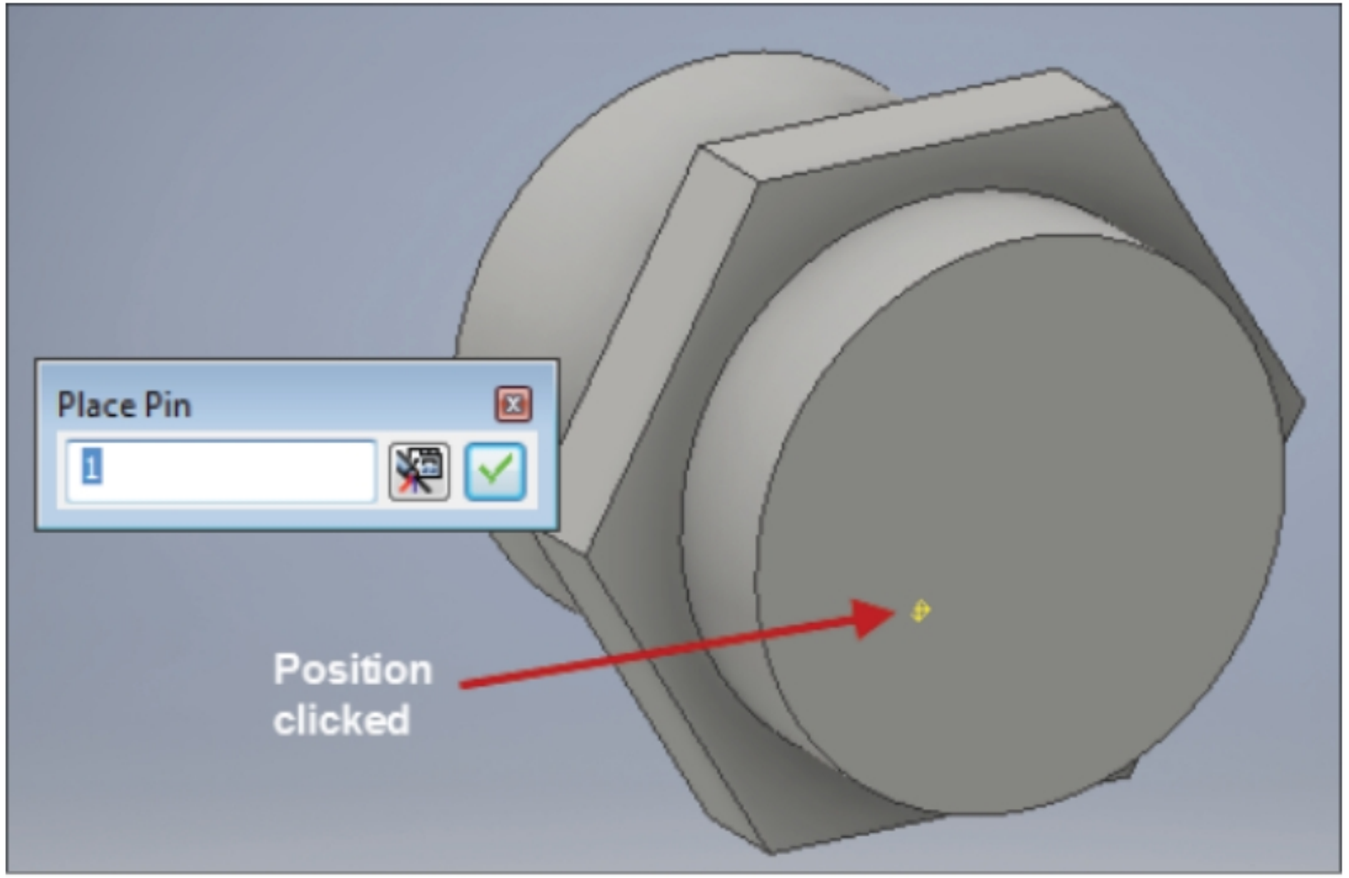

Figure-24. Placing pin
- Click at desired location on the face of model. The **Place Pin** dialog box will be displayed; refer to Figure-24.